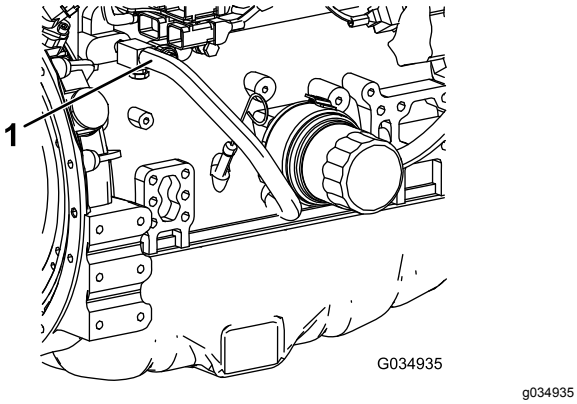

Figur 113
7. Fjern kjølevæskeslangen fra motoroljekjøleren (Figur 113).